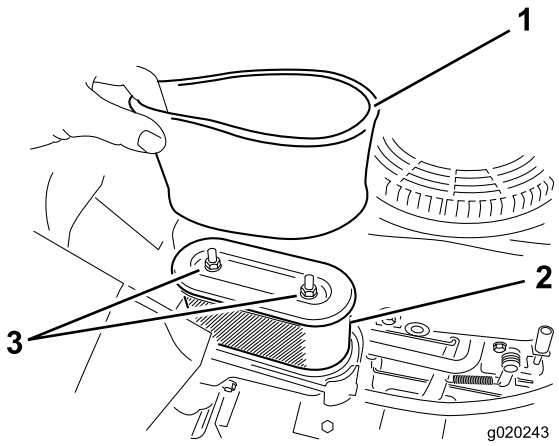

Figur 33
5. Ta försiktigt bort skumplast- och pappersinsatserna från luftrenarhuset (Figur 33).
1. Montera skumfiltret på pappersfiltret (Figur 33).